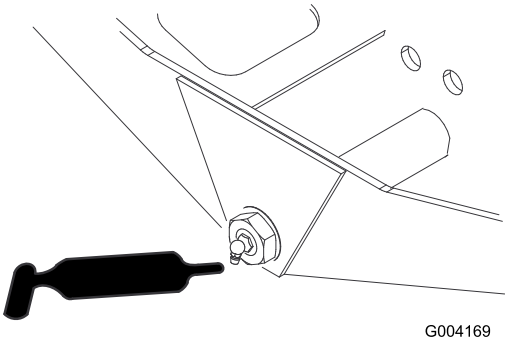

Figur 74
- Axelns styrtapp (1) (Figur 74)